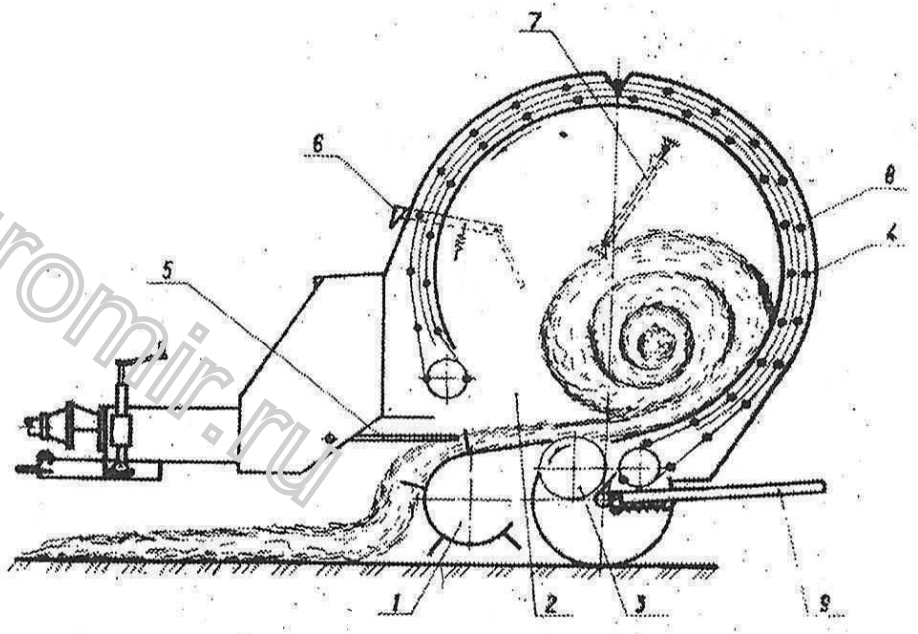

Рис. 2.2.
2.4. Пресс-подборщик работает следующим образом: при поступательном движении в агрегате с трактором масса из валка подхватывается подборщиком *1* (рис. 2.2.) и подается в прессовальную камеру *2*, где посредством барабана *3* и механизма прессования *4* закручивается в рулон. При помощи прижимной решетки *5* происходит предварительное уплотнение массы. По мере повышения плотности рулона стрелка *6*, указывающая степень уплотнения, поворачивается вверх, сигнализируя об окончании формирования рулона и необходимости подачи шпагата в камеру прессования. Обмотка рулона и обрезка шпагата происходит автоматически при остановленном агрегате. После обмотки рулона шпагатом, при помощи гидроцилиндров *7*, открывается задняя камера *8* и рулон выкатывается назад по рамке *9*. После закрытия камеры процесс повторяется.